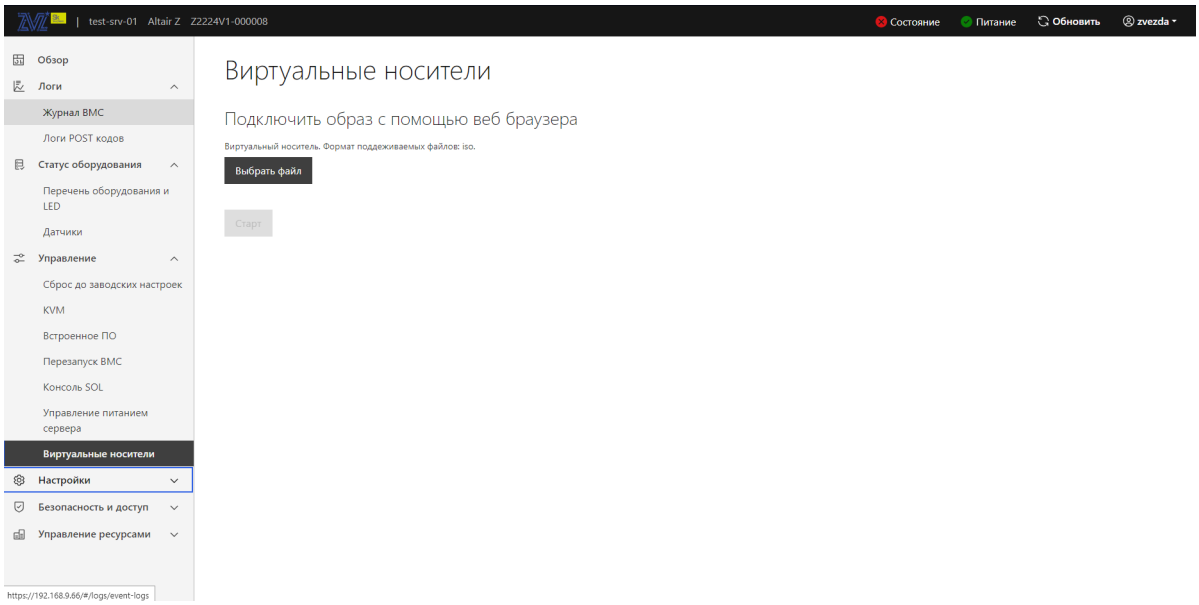

Рис. 85. Окно «Виртуальные носители»
7) Пройдите во вкладку «Управление» → «Виртуальные носители» в данной вкладке осуществляется виртуальное подключение периферийных устройств. Окно показано на рис. 85 Окно «Виртуальные носители»